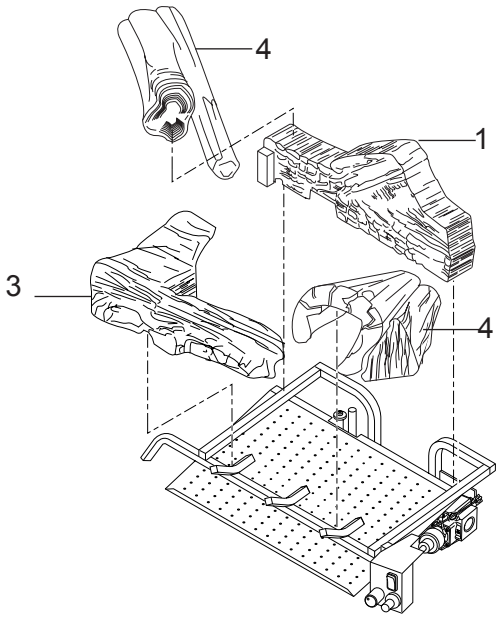

Figure 11 - VDY24/18D2, 30 Log Placement
1. Install the rear log (#1) on the two locating pins. Visually check to verify the log is securely placed on the pins and in contact with the grate. *See Figure 11.*
2. Install the right log (#2) on top of the control cover. Slide the log back until touching the rear log (#1). Visually check to verify the log is resting on the grate and control cover. *See Figure 11.*
3. Install the left log (#3) with its bottom groove resting on the right side of the grate bar. Slide the log back until touching the rear log (#1). Visually check to verify the log is resting on the grate. *See Figure 11.*
4. Install the top right log (#4) with the base sitting on the rear log (#1) and the top sitting on log (#4). Visually check to verify the log is resting on the rear log (#1) and left log (#3). *See Figure 11.*